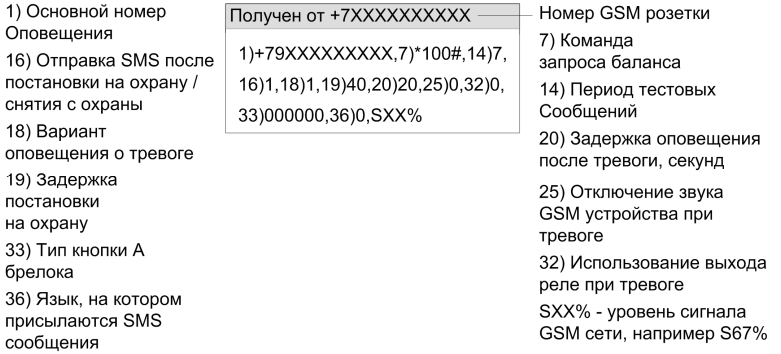
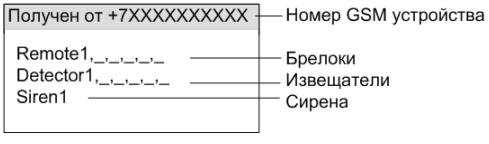

Рис.14 Вид SMS с настройками
Рис.15 Вид SMS с прописанными устройствами
6. На основной номер придет SMS сообщение о добавлении устройств, SMS с настройками (см.Рис.14) и SMS о прописанных брелоках, сирене и извещателях (см.Рис.15).